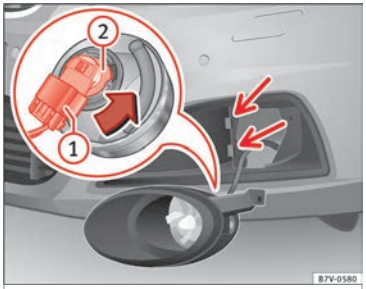

Fig. 110 Changing the bulbs in the headlights
3. Tilt the headlight slightly forward and extract it from its lateral attachments ››› Fig. 110 (small arrows).
4. Release the connector ››› Fig. 110 (1) and remove it.
5. Rotate the bulb holder ››› Fig. 110 (2) to the left all the way, in the direction of the arrow, and pull it out backwards together with the bulb.
8. Insert the connector ››› Fig. 110 (1) on the bulb holder (2). The connector must audibly click into place.
9. Place the headlight into its position ››› Fig. 110 (small arrows) and tilt it backwards.